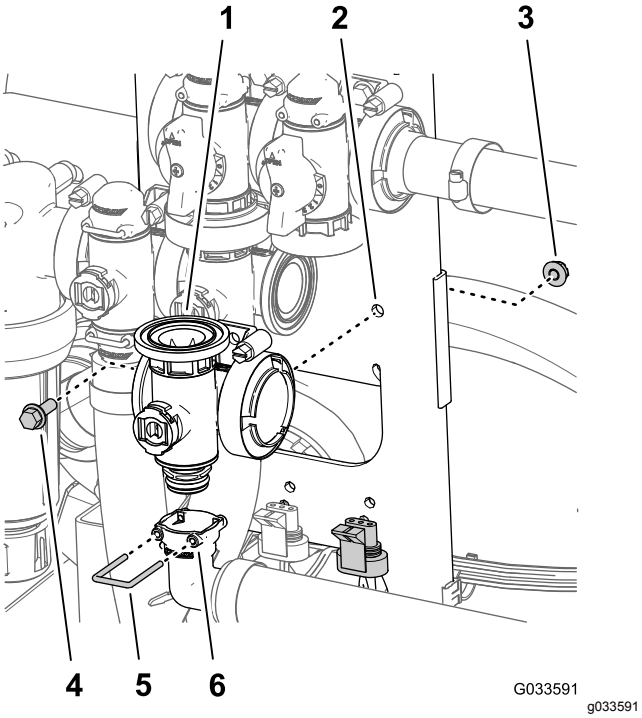

Figur 130
5. Rikta in den 90-gradiga utloppskopplingens sockel efter kopplingen längst ned på huvudsprutrampventilens grenrör (Figur 130).
6. Fäst kopplingens utloppskoppling genom att föra in en hållare i utloppskopplingens sockel (Figur 130).